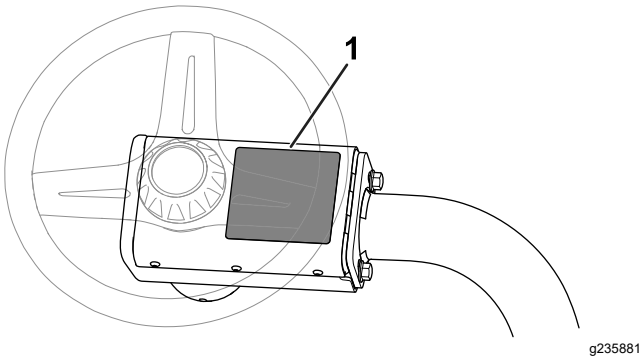

**Figuur 8**
- Breng de CE-waarschuwingssticker (onderdeelnummer 136-8505) aan over de aanwezige waarschuwingssticker (onderdeelnummer 136-8506). Figuur 8 toont de locatie van de waarschuwingssticker.